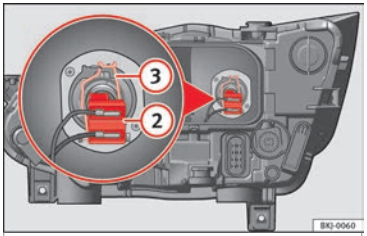

Fig. 115 En el vano motor: lámpara de luz de cruce.
– Extraiga el conector de la lámpara »» **fig. 115** (2).
– Desenganche el resorte del retentor ››› fig. 115 ③ presionándolo hacia dentro y a la derecha.